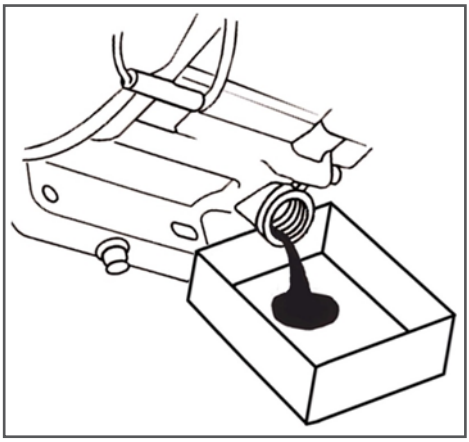

Рис. 18 Замена моторного масла
6. С помощником наклоните мотокультиватор в сторону маслозаливной горловины двигателя и слейте отработанное масло через маслозаливную горловину в подготовленную для этого емкость (Рис. 18).